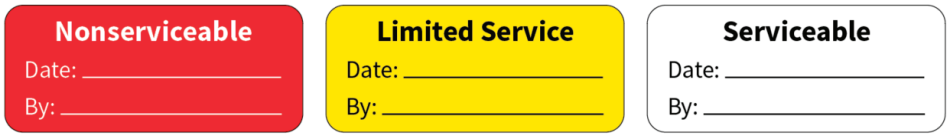

Figure 1. *Examples of condition of maintenance labels.*
- **S.7.1 — Labels.** Labels, decals, or other markings might be color-coded and placed on the exterior enclosure or surface of the electrical equipment or device to communicate the condition of maintenance as of the last assessment (see **Figure 1**).